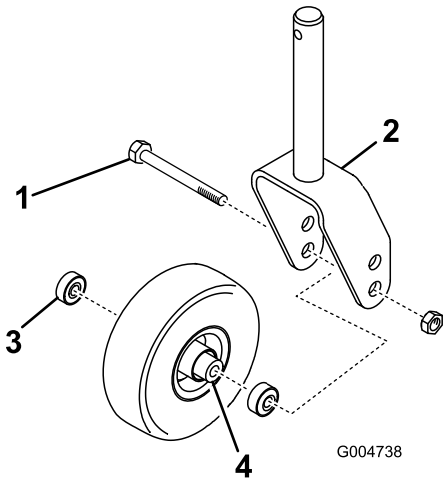
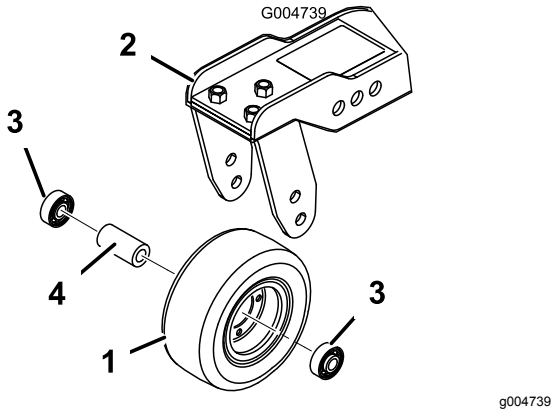

Figur 108
Figur 109
1. Skru låsemøtrikken af bolten, der holder styrehjulsenheden fast i styrehjulsgaflen (Figur 108) eller styrehjulsdrejearmen (Figur 109). Tag fat i styrehjulet, og tag bolten ud af gaflen eller drejearmen.
2. Fjern lejet fra hjulnavet, og lad lejeafstandsstykket falde ud (Figur 108 og Figur 109). Fjern lejet fra den modsatte side af hjulnavet.